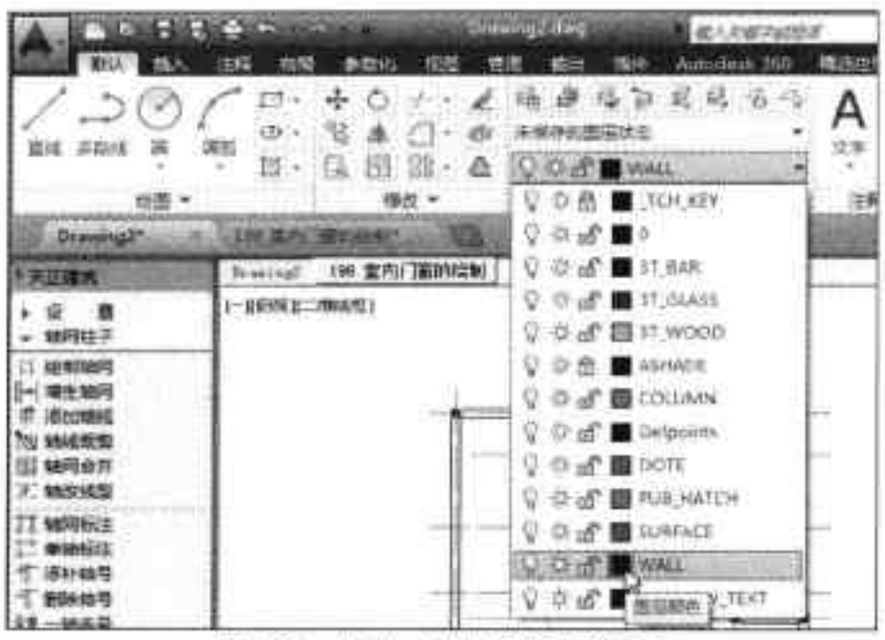

图16-132 选择图层颜色
Step15 选中外墙体，在 AutoCAD 功能区中，单击“图层”下拉按钮，选择“WALL”图层选项，设置其图层颜色，如图 16-132 所示。